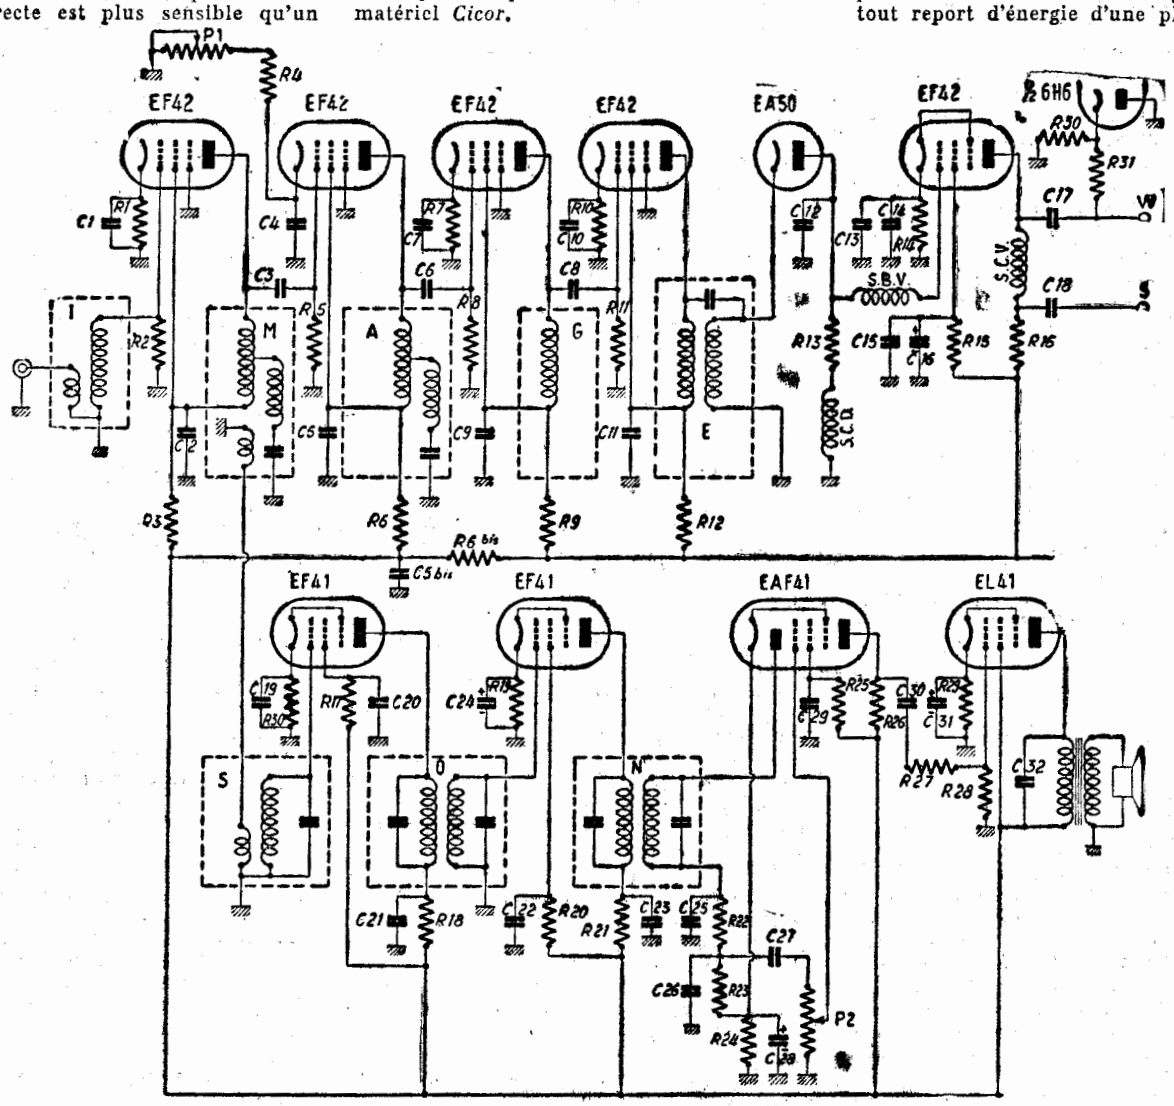
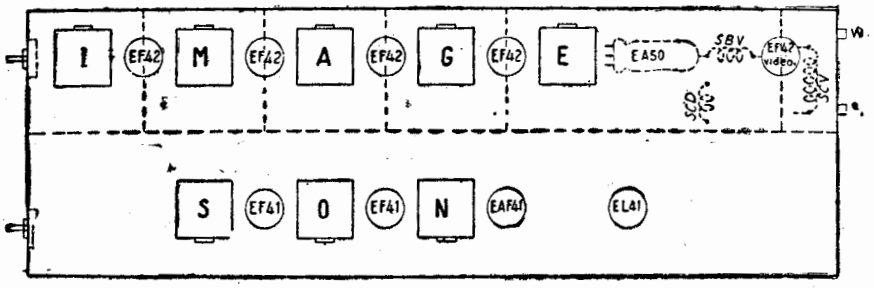

Figure 1
Figure 2
Reportons-nous au schéma d'ensemble de la figure 1. On voit que les blocs sont numérotés d'une façon ingénieuse et qu'il est impossible de faire la moindre erreur de disposition. Il suffit de mettre à la suite les boîtiers I.M.A.G.E. et S.O.N., S étant au niveau de M, auquel il est relié. (voir fig. 2, disposition du matériel). Bobinages et lampes alternent et sont aussi rapprochés que possible, pour éviter les connexions de longueur prohibitive. Un cloisonnement judicieux évite tout report d'énergie d'une plaque sur une
*Réalisation.* — Un châssis de tôle étamée supporte le matériel, comme l'indique la figure 2. L'alternance des bobinages et des lampes est à la fois commode et logique. Chaque circuit grille est isolé du circuit plaque suivant par un petit blindage transversal, soudé au châssis et au canon central de chaque support. Un blindage longitudinal sépare les deux chaînes son et image. Tous les cloisonnements y sont également soudés, ce qui donne, entre autres avantages, celui d'une rigidité parfaite et met à l'abri des réactions inter-étages. La stabilité est à ce prix.
*Fig. 2.* — Variation du temps de transmission de la modulation en fonction de la polarisation négative de plaque appliquée. Le temps de transmission de la modulation vaut :